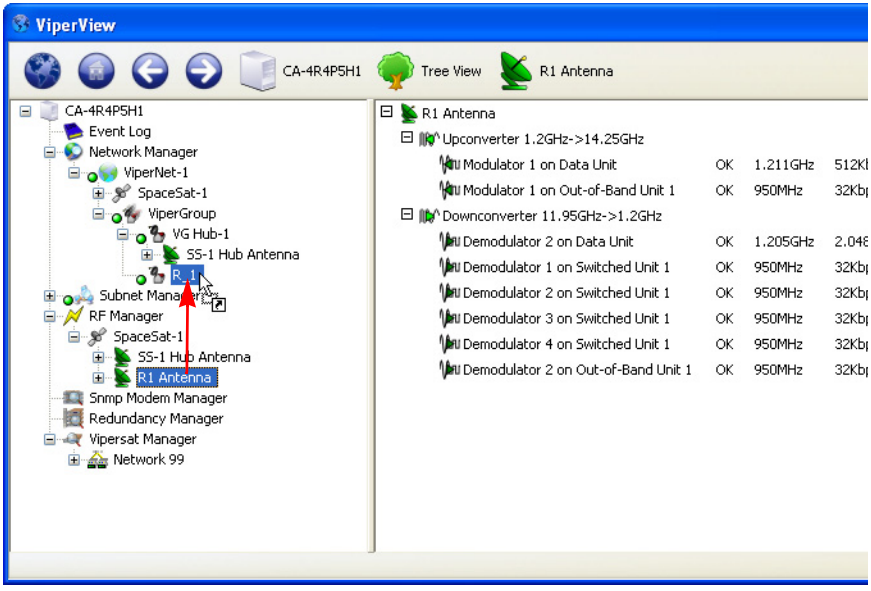

Figure 3-50 Drag Antenna onto Site
1. Select the site antenna from the RF Manager satellite list, click-hold and drag-and-drop it onto the appropriate site (figure 3-50).